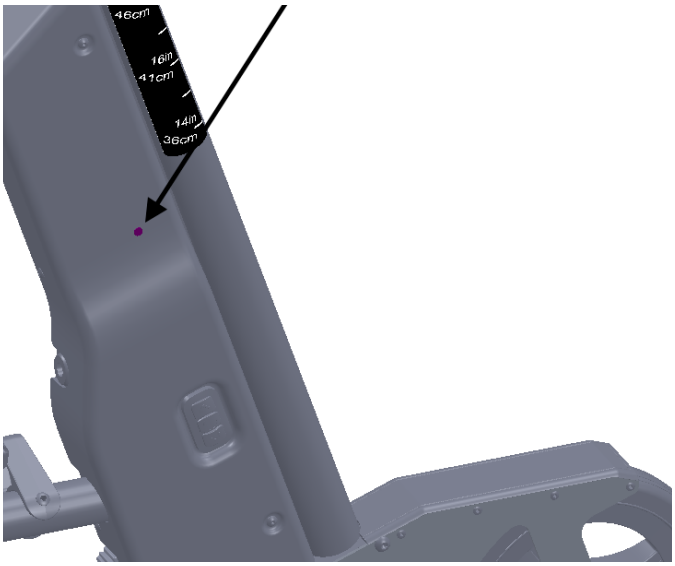

Figure 14. Emplacement du bouton de réinitialisation
- Si le lève-personne RAYMEX® est soumis à un rayonnement électromagnétique, réinitialisez-le selon les directives de la section Dépannage de ce manuel (figure 14).
- Le lève-personne RAYMEX® ne reçoit pas intentionnellement de signaux de radiofréquence (RF) et ne devrait pas être utilisé ou entreposé à moins de 30 cm (12 po) d'émetteurs RF (p. ex. voitures téléguidées et leurs télécommandes).
- Si éteindre et rallumer l'appareil ne permet pas de rétablir les performances essentielles, utilisez le bouton de réinitialisation, qui sert à réinitialiser les commandes électriques. Il se trouve sur la droite de l'appareil, juste au-dessus des commandes du siège. Au moyen d'un stylo, d'un crayon ou d'un outil de forme similaire, enfoncez ce bouton situé à l'intérieur du capot latéral et accessible par un trou (figure 14).